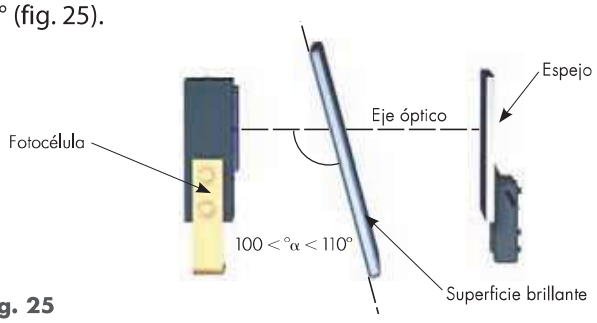

Fig. 25
- Si se utilizan fotocélulas de espejo hay que tener en cuenta los problemas de detección que pueden provocar las *superficies brillantes o metálicas,* ya que pueden devolver el rayo de luz al receptor. Para evitarlos, la solución más sencilla es la **detección en ángulo,** es decir, la superficie que se desea detectar y el eje óptico de la fotocélula deberán formar un ángulo α que esté comprendido entre 100 y 110° (fig. 25).